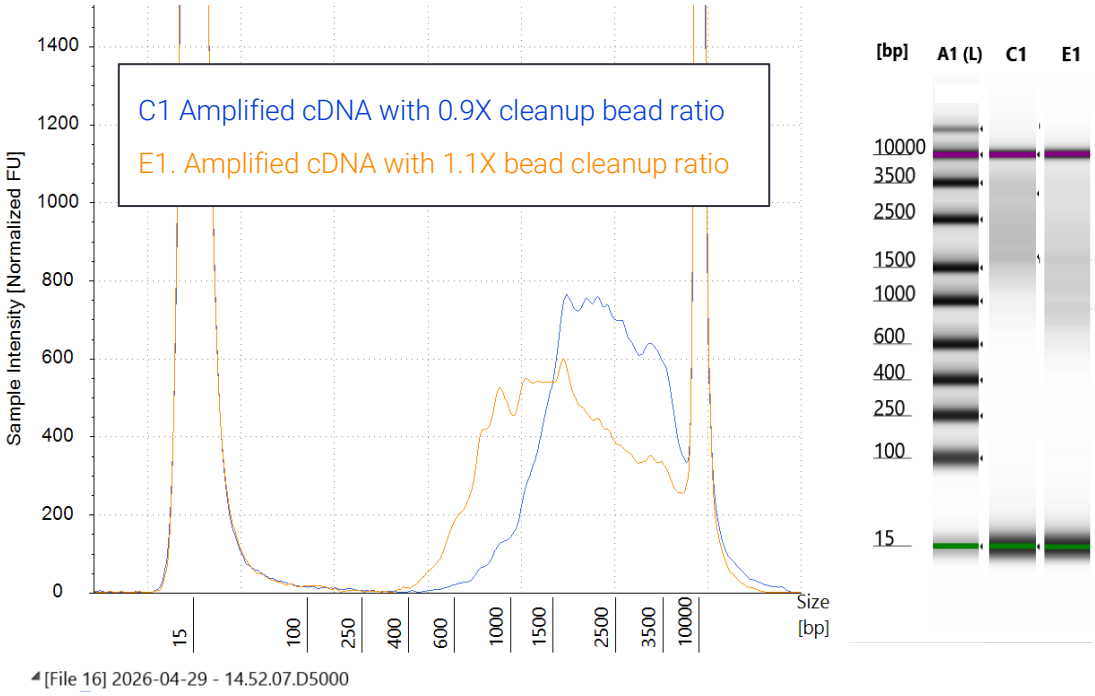

Figure 2. Size-selected amplified cDNA quality control with TapeStation system
- Run on Agilent Bioanalyzer using High Sensitivity DNA kit; or on Agilent TapeStation using High Sensitivity D5000 ScreenTape Assay. See Figure 2 in the Appendix.
A 0.9X bead purification typically yields a cDNA peak of 2–3 kb, while a 1.1X bead purification typically yields a peak of 1–2 kb (see Figure 2 in the Appendix).